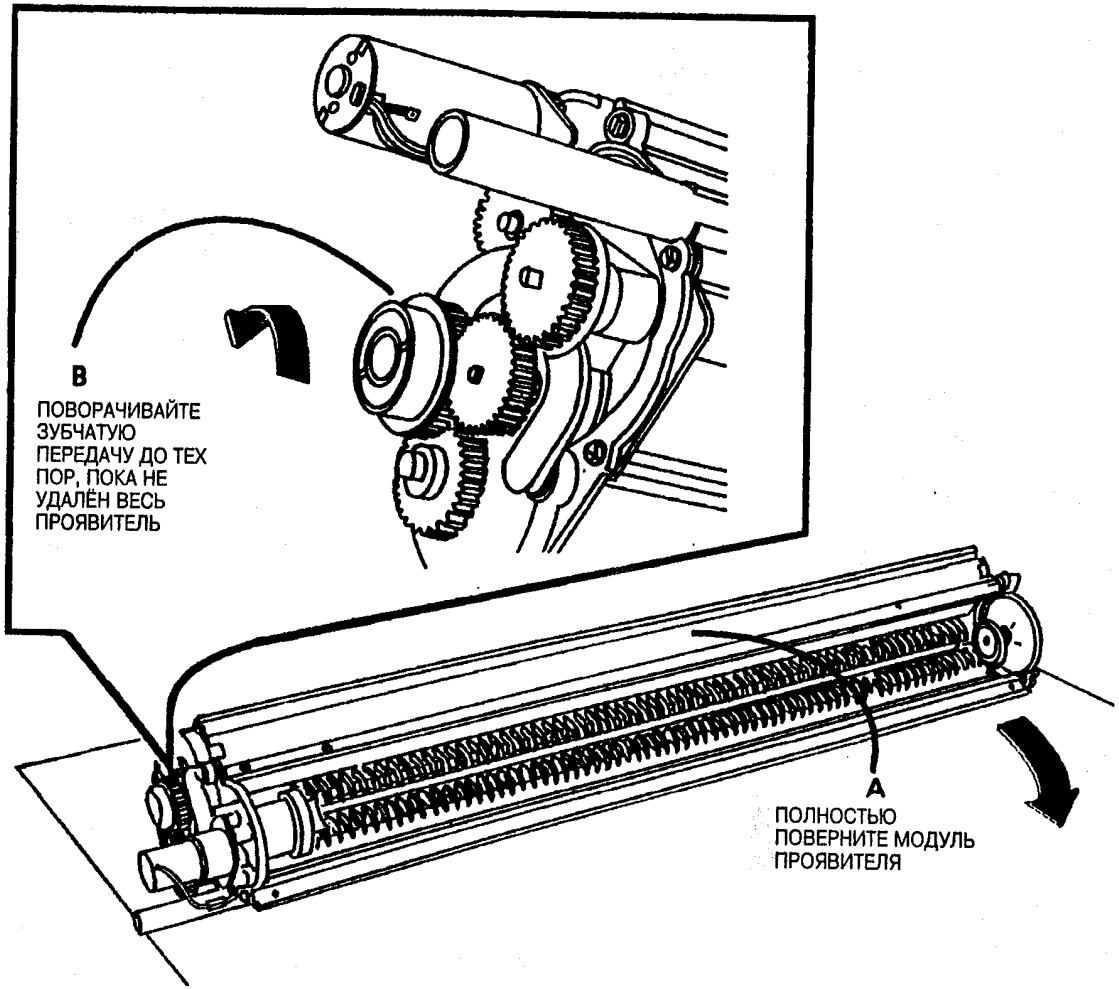

Рис. 10. Выбросите материал проявителя
17. (Рис. 10): Выбросите материал проявителя